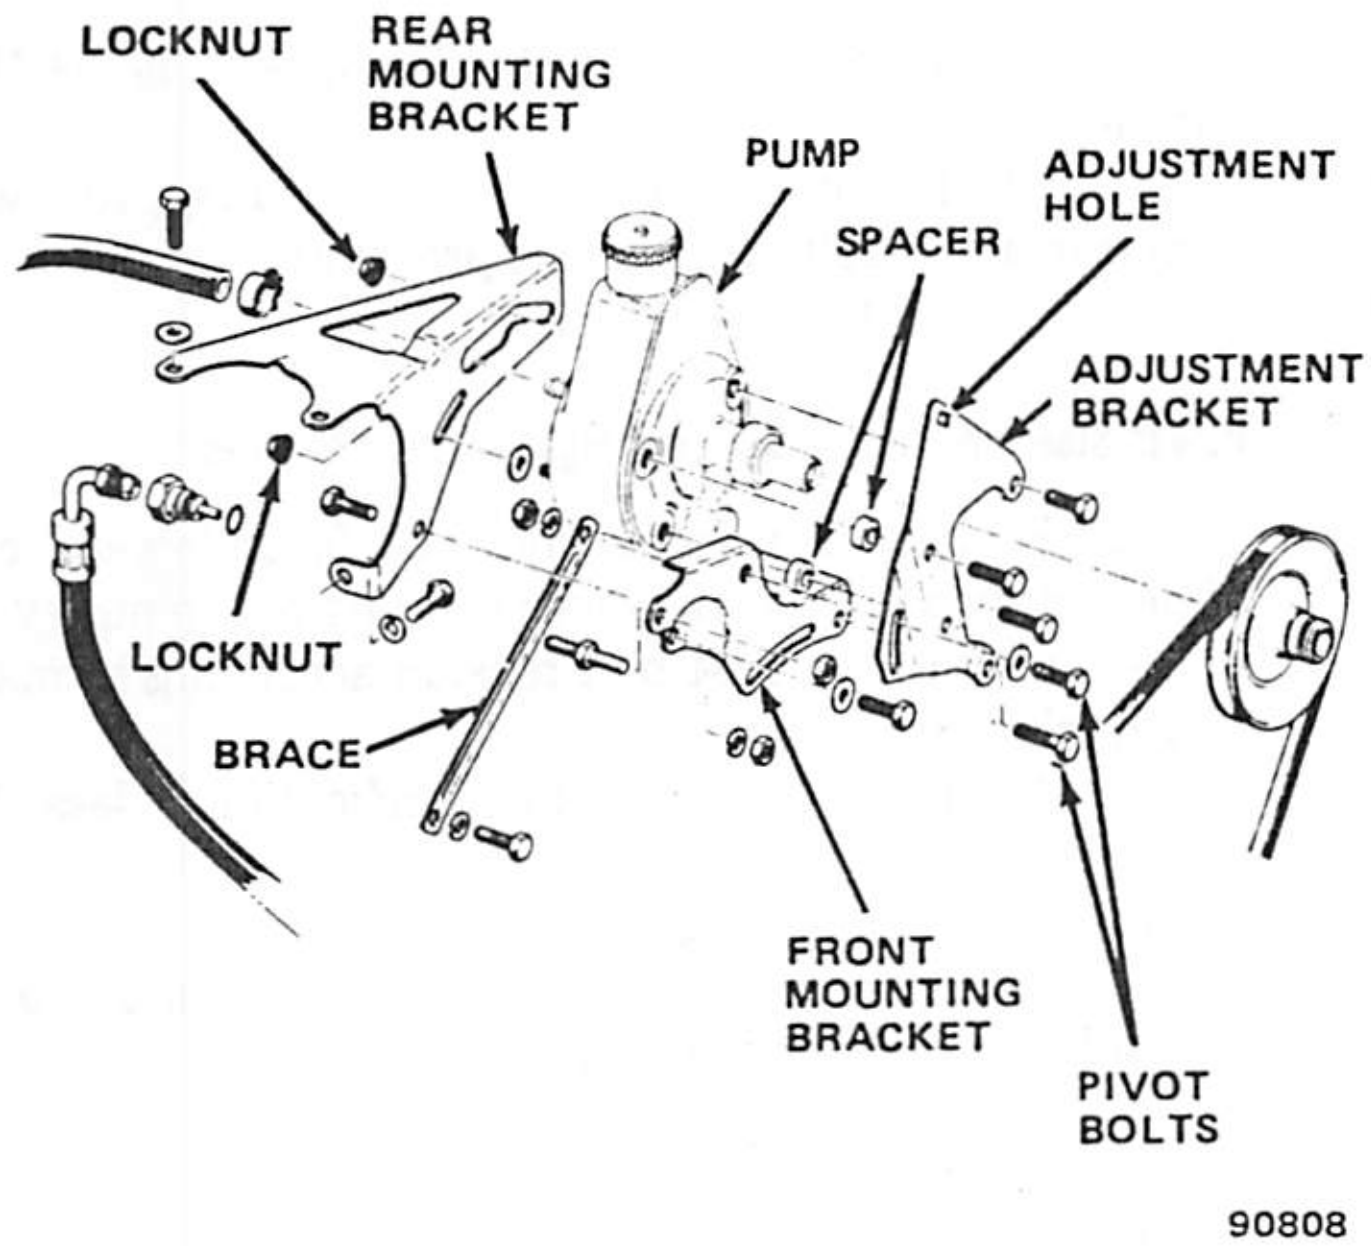

Fig. 1C-18 Four-Cylinder Engine Power Steering Pump Drive Belt Adjustment
(1) Position Tension Gauge J-23600 or J-29550 on upper section of belt midway between alternator pulley and fan pulley. Test belt tension according to manufacturer's instructions.
(2) Adjust belt tension to specification if less than 90 pounds-force (400 N).
(3) Adjustment (figs. 1C-19 and 1C-20).